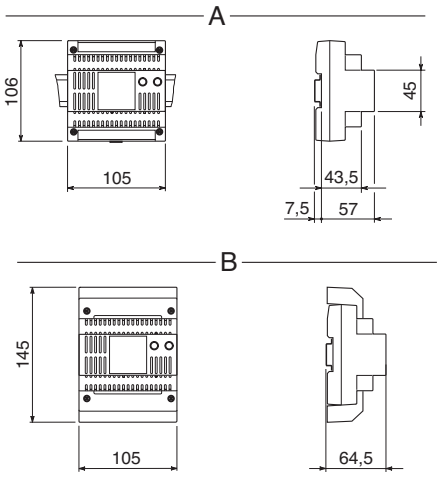

fig. 1
- For the overall dimensions see figure 1.
- Общие размеры приведены на рис. 1.